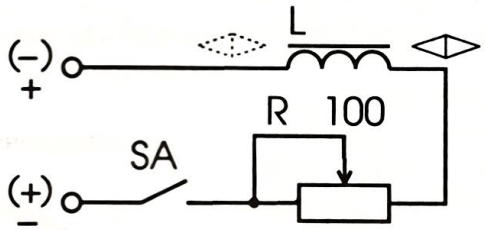

Рис. 5
1. Соберите цепь по рис. 5. Замкните цепь и с помощью магнитной стрелки (компаса) определите магнитные полюсы катушки. Сделайте вывод о том, какая связь существует между магнитными полюсами катушки и направлением тока в ней.